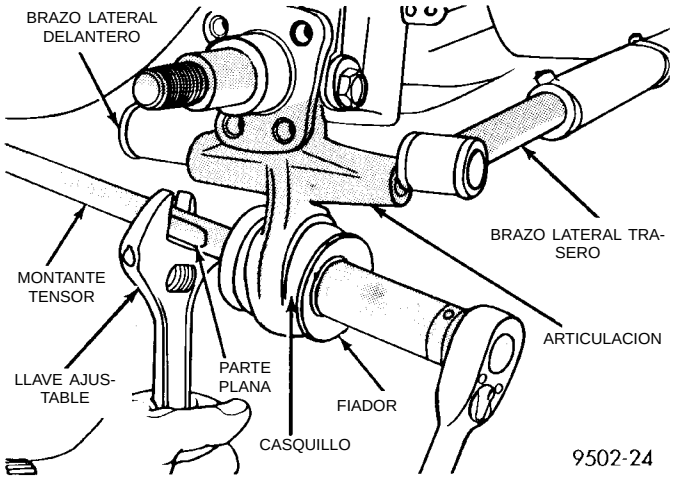

Fig. 18 Fijación del montante tensor a la articulación trasera
(10) Sostenga el montante tensor por su parte plana, para que no gire, con una llave grande ajustable (Fig. 18) y afloje la tuerca del montante. Después retire del montante tensor en la articulación trasera, la tuerca, el fiador del montante tensor y el casquillo (Fig. 18).